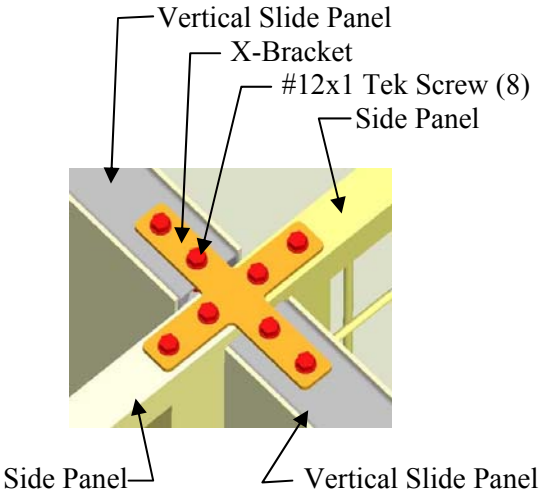

Figure 26 (On the Top)
2. Attach X-Bracket by placing it on the top of both joining Side Panels and both Vertical Slide Panels using 1" self-drilling Tek Screws as shown in **(Figure 26)**.